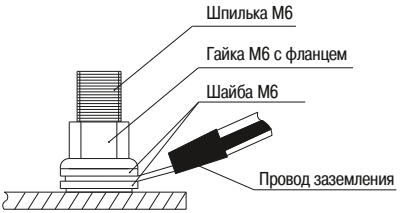

Рисунок 18 – Узел заземления к шпилькам
4.3 По завершении подготовки шкафа к эксплуатации произведите монтаж контура заземления. Для крепления проводов к шпилькам заземления используйте гайки М6 (с фланцем) (рисунок 18).